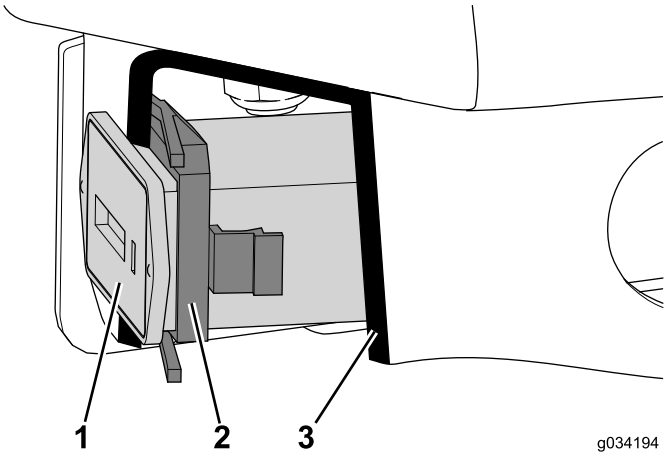

Figuur 12
3. Verwijder de houder waarmee de urenteller, indien aanwezig, aan de bedieningseenheid bevestigd is (Figuur 12).